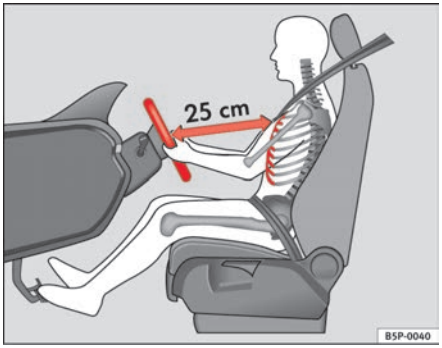

Fig. 134 Proper sitting position for driver
– Adjust the steering wheel in this way until the correct position is set ⇒ fig. 134.
- **Adjust the driver seat or steering wheel so that there is a distance of at least 25 cm between the steering wheel and your chest ⇒ page 165, fig. 134. If you fail to observe the minimum distance, the airbag will not protect you. Risk of fatal injury.**